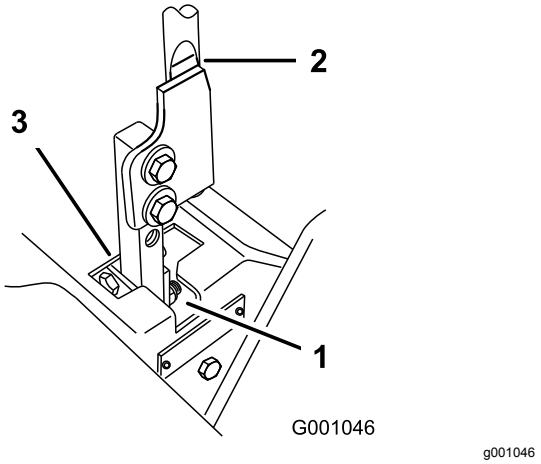

Figur 93
5. Flytt spaken til nøytral stilling, men ikke låst (Figur 93).
6. Trekk spaken tilbake til splittpinnene (på armen under svingakselen) er i kontakt med endene på sporet (begynner så vidt å legge press på fjæren), som vist i Figur 93.
7. Kontroller hvor det er mulig at kontrollspaken treffer hakket i konsollen (Figur 93).